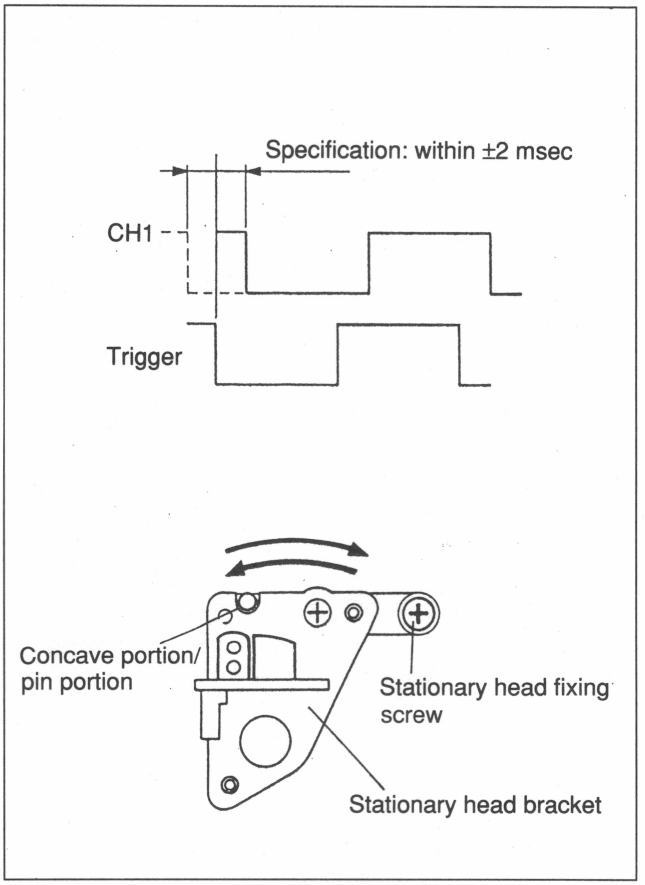

Fig. 8-7-5. CTL Head Position Adjustment
6. Insert a flat-bladed screwdriver between the concave portion and pin of a stationary head bracket, move the stationary head in the direction indicated by arrow A or B, and adjust the CTL head position. (Refer to Fig. 8-7-5.)